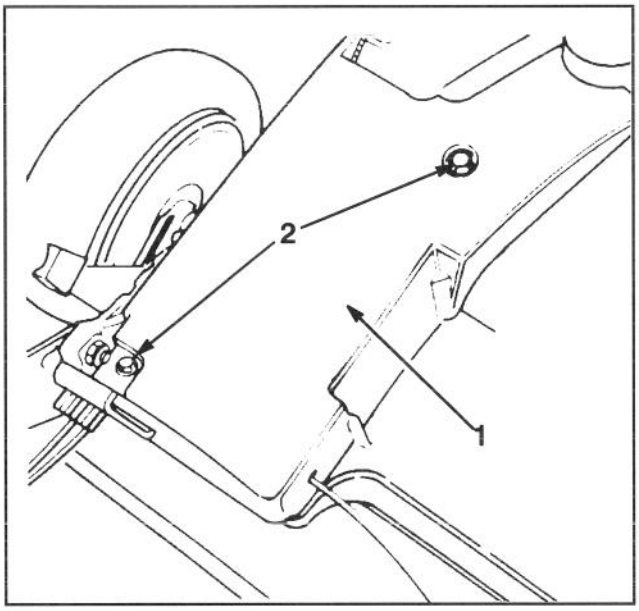

Abb. 30
10. Entfernen Sie die Bolzen, die die Riemenabdeckung (Abb. 30) am Mähergehäuse festhalten. Abdeckung abheben und alle Grasreste herausfegen. Riemenabdeckung wieder montieren.